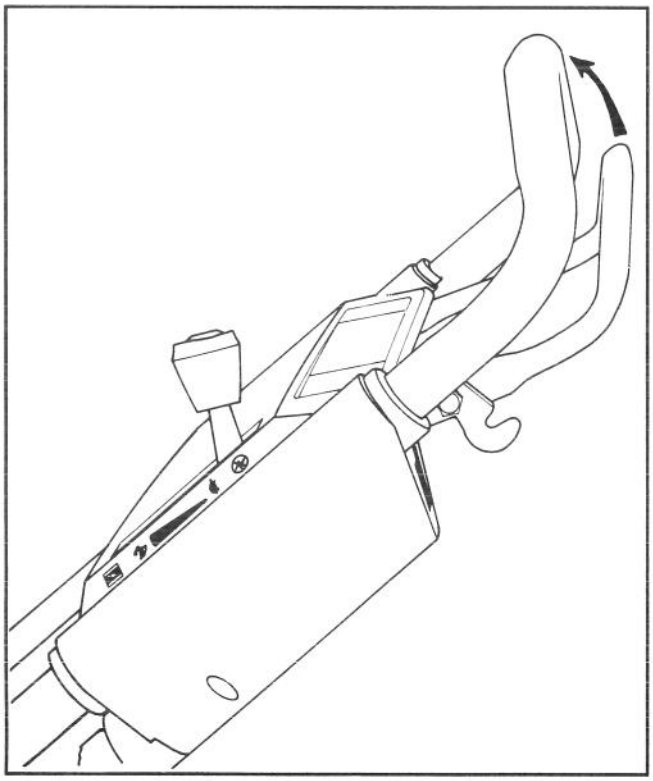

Figure 10
5. WHEEL TRACTION OPERATION (self–propelled model) (Fig. 10)—To self–propel the mower, squeeze the control bar against the handle. To stop the self–propel drive, release the control bar.